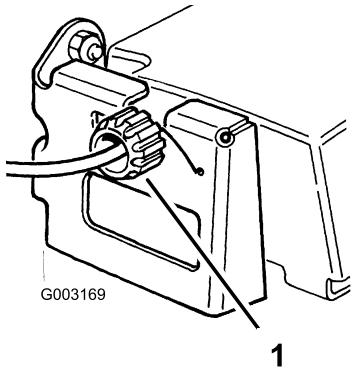

Figura 30
2. Se la trazione automatica non funziona, girate la manopola di comando di mezzo giro in senso orario. Se il tosaerba si sposta in avanti, girate di mezzo giro la manopola in senso antiorario per allentare la cinghia (Figura 30).